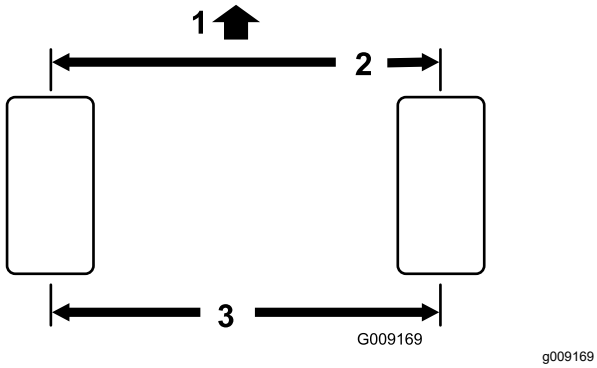

Figur 68
1. Mål avstanden fra midten til midten (i akselhøyde) foran og bak på styredekkene. Målingen foran må være 3 mm kortere enn målingen bak (Figur 68).